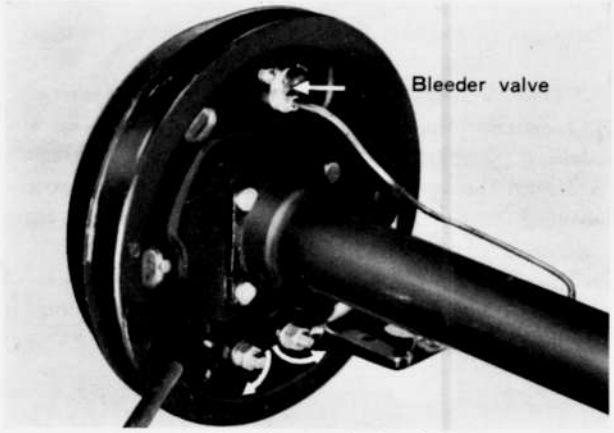

Fig. 10–26 Adjusting brake shoe
2. Loosen the lock nut with a wrench and holding the lock nut, turn the anchor pin toward the arrow direction shown in Fig. 10–26. until the brake drum can not be rotated. Then, back off the anchor pin until the drum just turns freely.